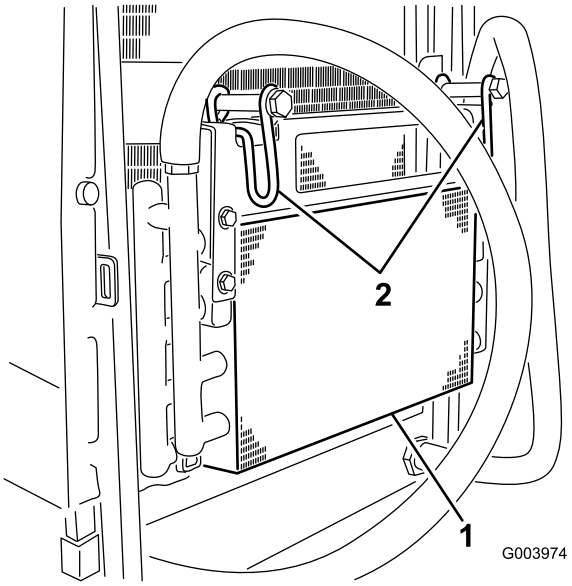

Figur 63
5. Sving låsene innover for å frigjøre oljekjøleren (Figur 63).